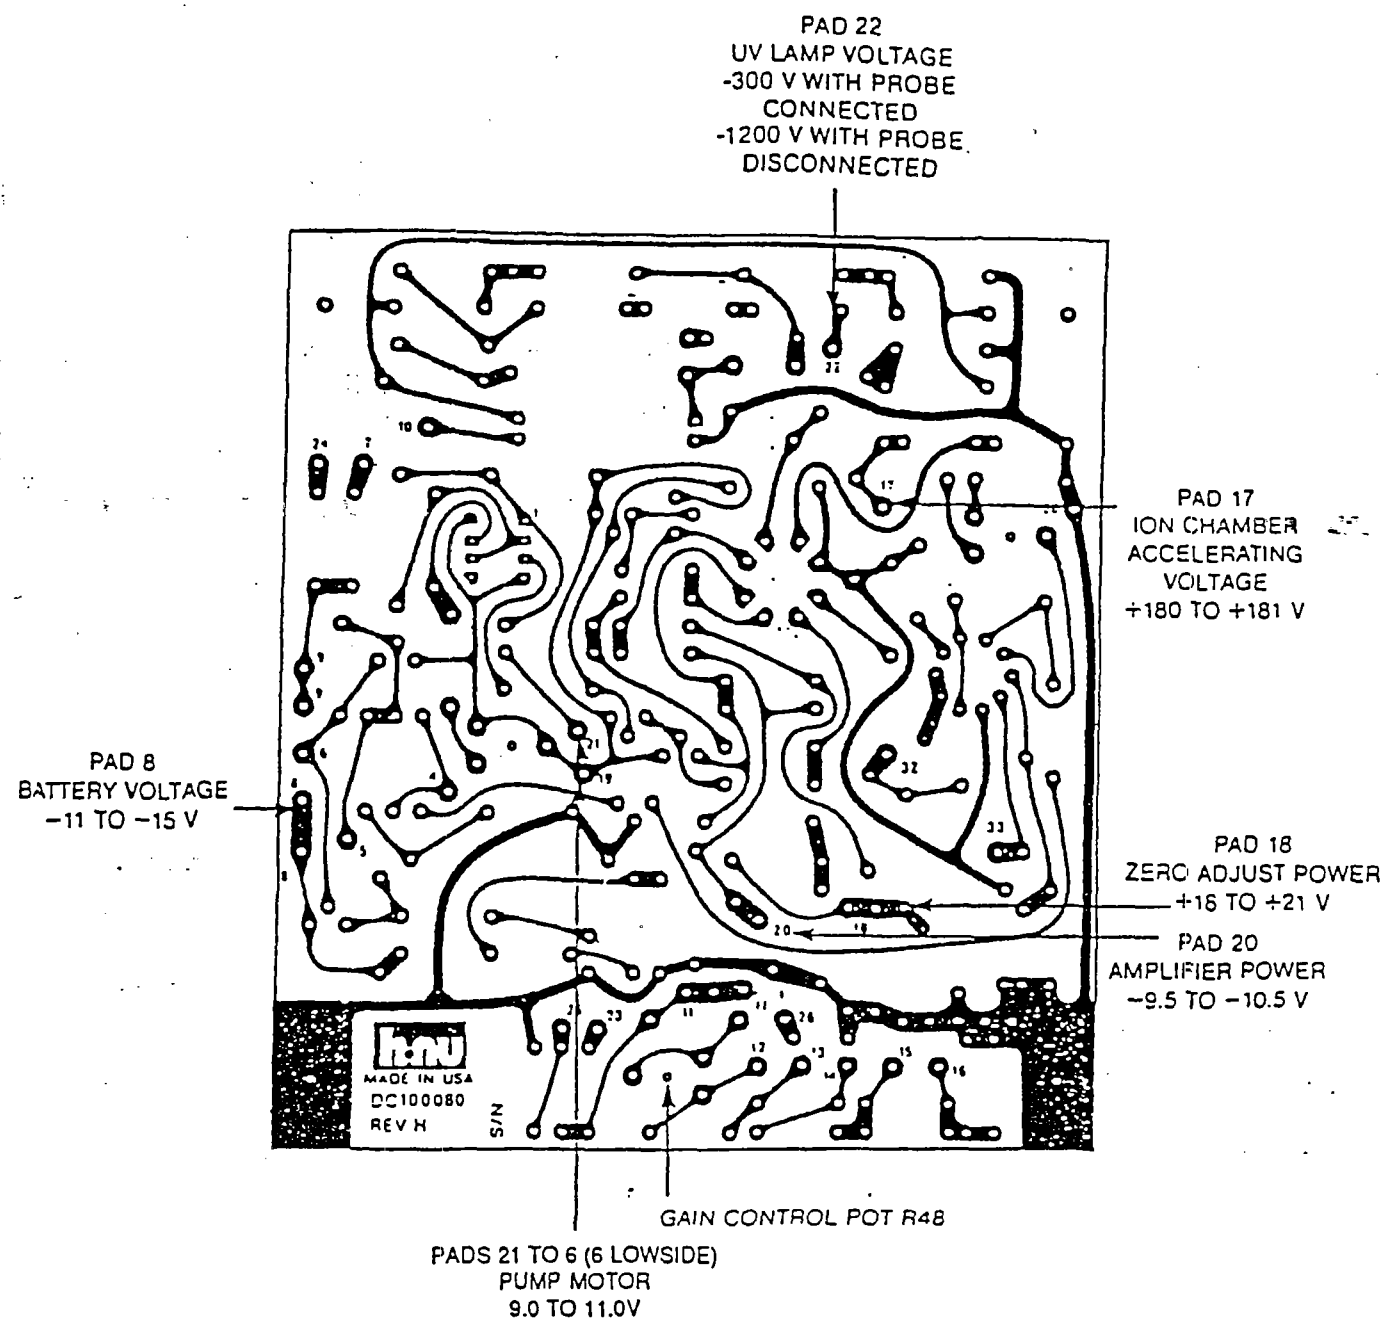

FIGURE 5-2
5) On the power suply board, turn R53 (see Figure 5-2) a 20 turn 10k potentiometer, fully counter clockwise.
8) Adjust R53 (see Figure 5-2) in a clockwise direction until the low battery LED indicator just comes on.